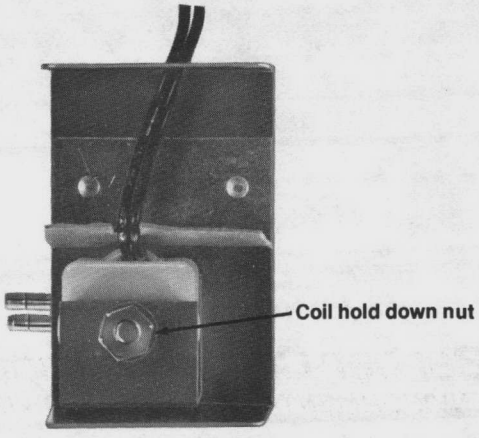

Figure 1
b. Refer to Fig. 1, remove coil hold down nut.